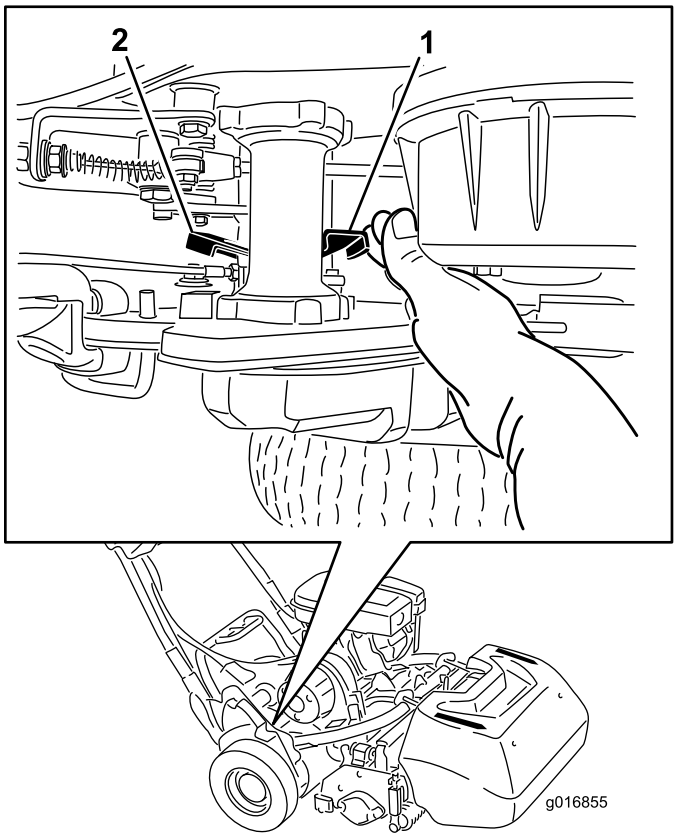

Figuur 28
1. Zoek aan de rechterachterhoek van de machine de hendel om de tractie in en uit te schakelen. Deze bevindt zich naast de trommel van de aandrijfbehuizing (Figuur 28).